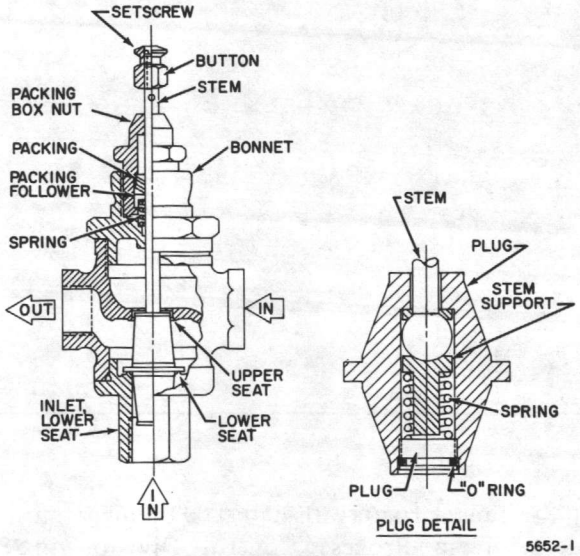

Fig. 9. Cutaway of V5013 Threaded Body Valve.
b. V5013A Threaded Body Valves. Unscrew the lower port from body to remove Stem and Plug (Fig. 9). This requires removing valve from line.
b. V5013A Threaded Body Valves. Remove the lower Plug and O-ring from Throttling Plug with screwdriver, thereby releasing Stem Support and Spring (Fig. 9). To reassemble, tighten lower Plug against Stem Support and back off 1/4 turn.